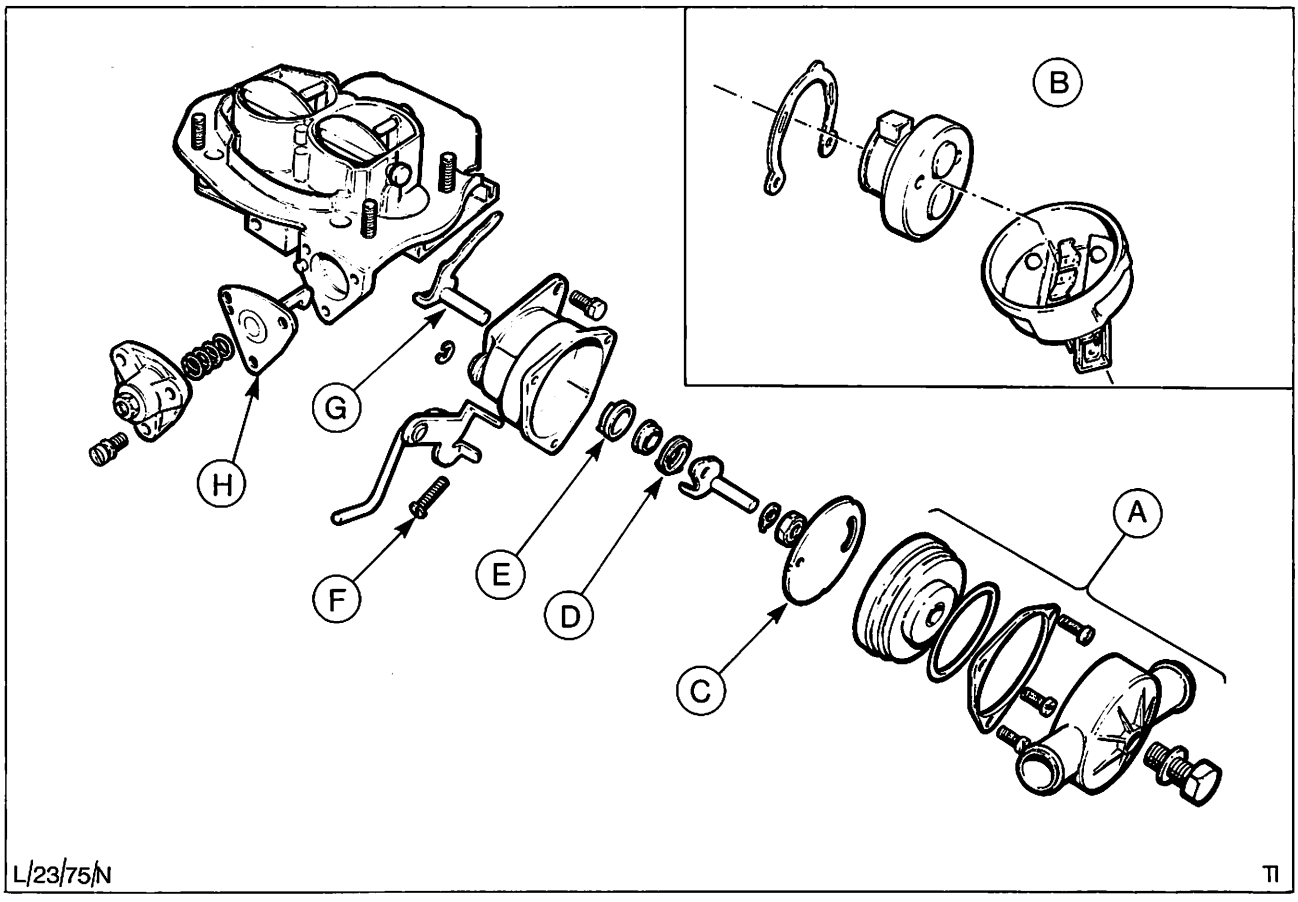

Abb. 167 Startautomatik zerlegt
13. Alle Einzelteile der Startautomatik gemäß Abb. 167 zusammenbauen.